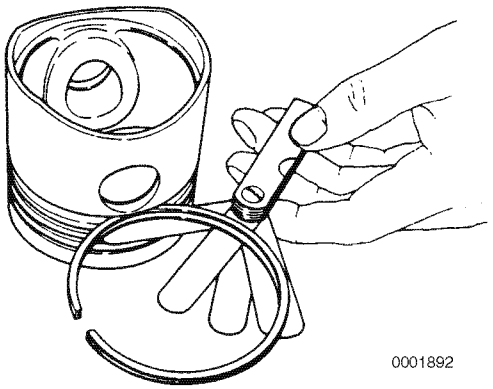

Figure 6-117
9. Place each compression piston ring in the groove as shown **(Figure 6-117)**. Use a feeler gauge to measure the clearance between the piston ring and the piston ring land. Record the measurements. *See Piston Ring on page 6-18 for specifications.* Replace the piston if not within specification.